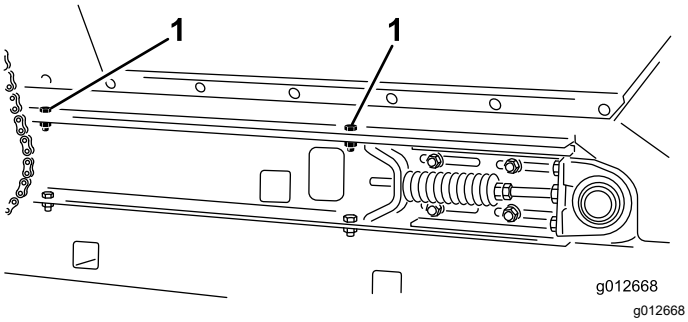

Figur 37
4. Fäst tråget på glidflaksskenorna (Figur 37) på båda sidor av maskinen med de två huvudskruvar, två brickor och två låsmuttrar som du tog bort i Demontera glidflaket (sida 22).